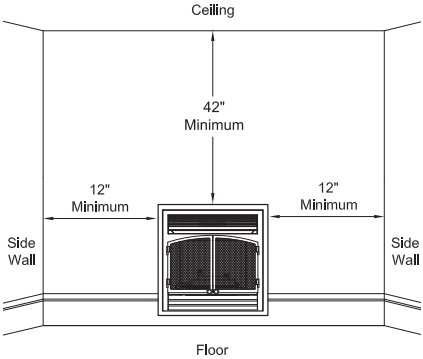

Figure 5 - Minimum Clearance for Combustible to Wall and Ceiling
A. Clearance from the side of the fireplace to any combustible material and wall should not be less than 12" (see Figure 5).